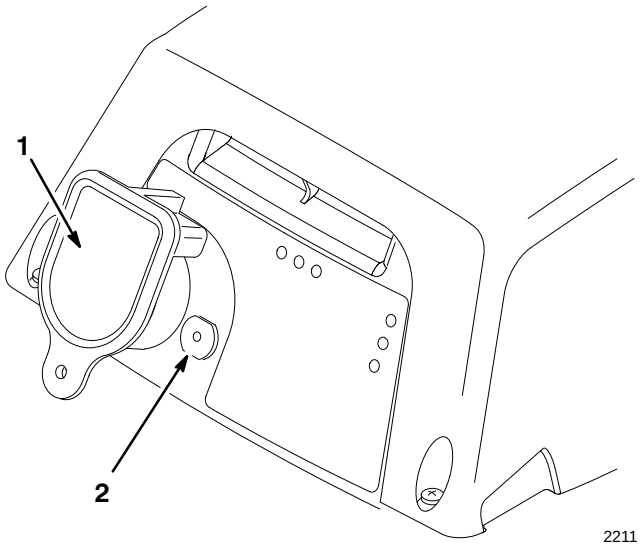

Figure 16
The mower will only operate when key is fully seated in plug receptacle (Fig. 16). To prevent accidental starting or unauthorized use of mower, always remove key from plug receptacle when leaving mower unattended. The key has a tab with a hole in it to allow key to be hung from a nail, out of the reach of children. Read warning label on key.
2. Insert key fully into plug receptacle (Fig. 16).